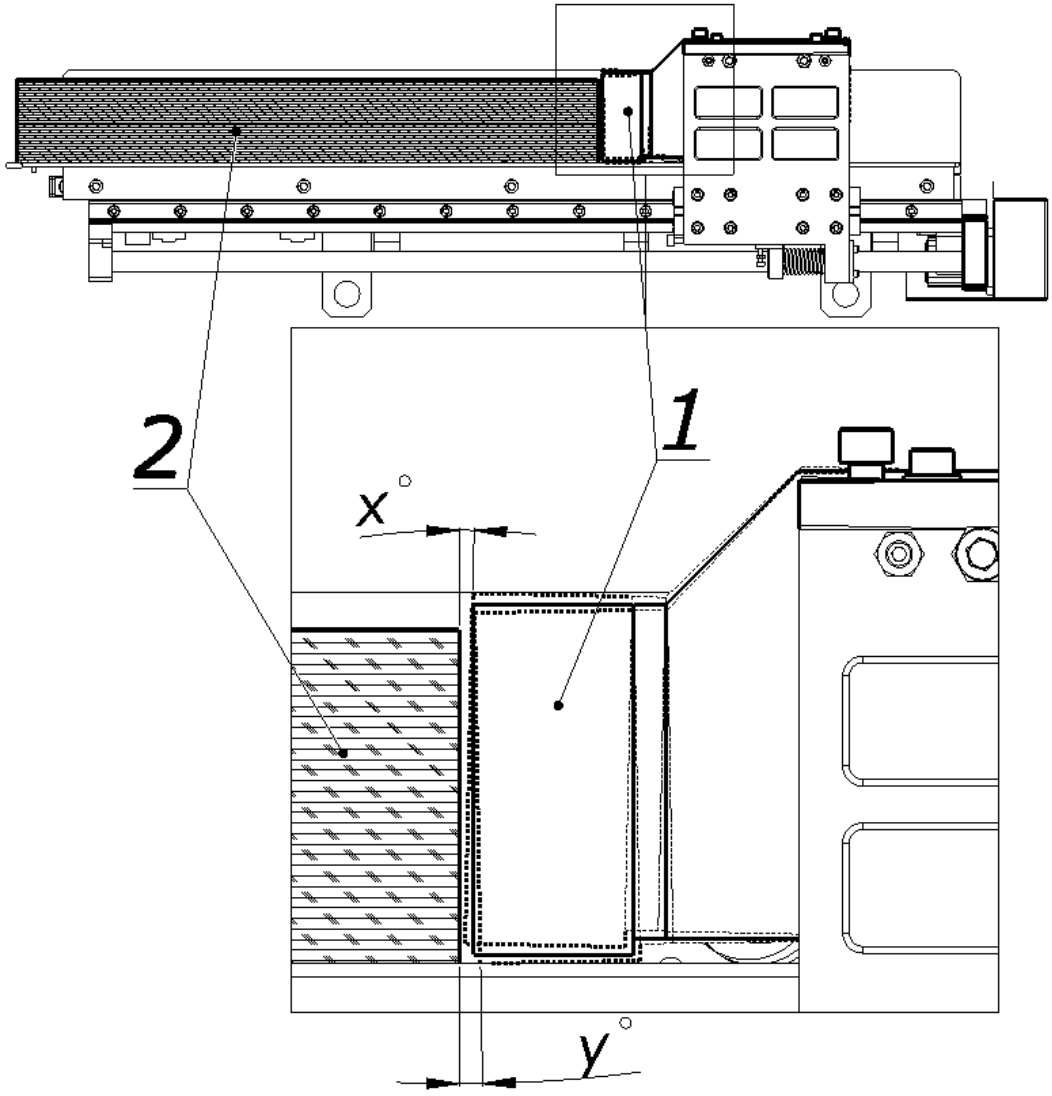

Figure 48.
- if the bottom sheets are longer than the top sheets after cutting, angle x° (Fig. 48) there is an overcut,
- if the bottom sheets are shorter than the top sheets, angle y° (Fig. 48) there is an undercut.